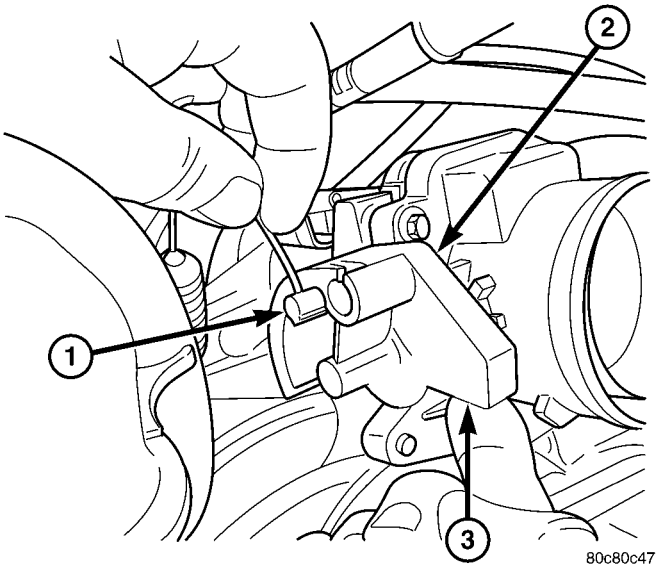

Fig. 1 THROTTLE CABLE PIN - 3.7L / 4.7L
(3) Hold throttle in wide open position. While held in this position, slide throttle cable pin (Fig. 1) from throttle body bellcrank.